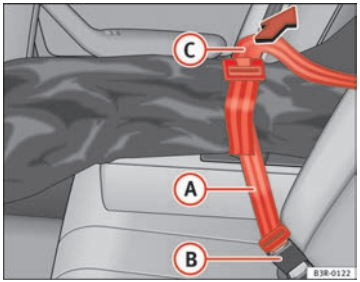

Fig. 118 Securing the ski bag on the centre seat belt buckle on the rear seat bench
– Insert the fastening belt (A) ⇒ fig. 118 of the ski bag into the centre seat belt buckle (B).
– Pull the free end of belt (C) to tighten.